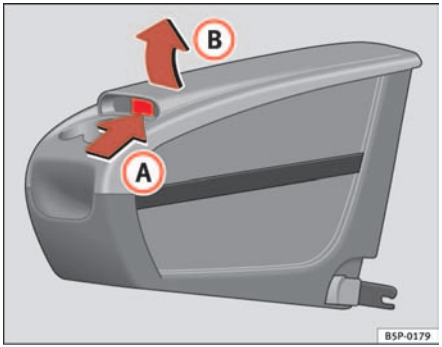

Fig. 111 Mobile stowage compartment Opening
– Lift the cover (B), in area (A) ⇒ page 140, fig. 111.